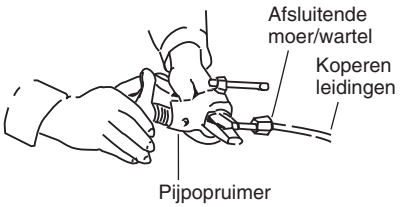

Afb. 5-3
(3) Verwijder de afsluitmoer van het toestel zelf en doe de moer op de koperen buis.
(4) Gebruik een pijpopruimer om het uiteinde van de koperen buis op te trompen. (Afb. 5-3)